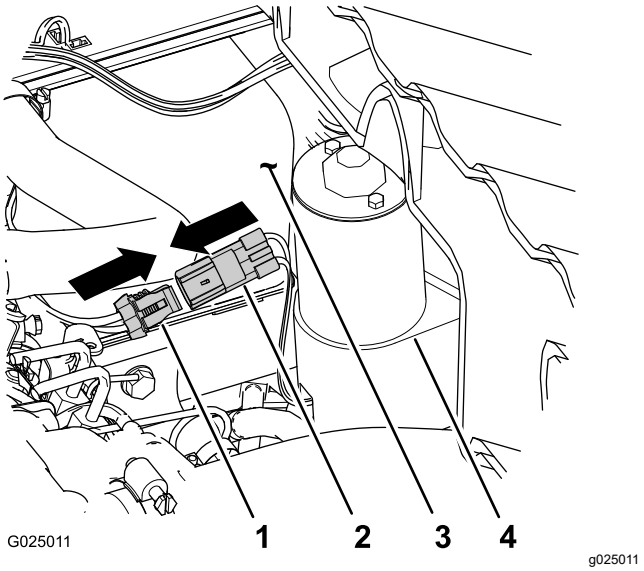

Figur 10
3. Anslut elkontakten med två uttag på maskinens bakre kablage till lyftmanövreringsorganets kontakt med två stift (Figur 10).